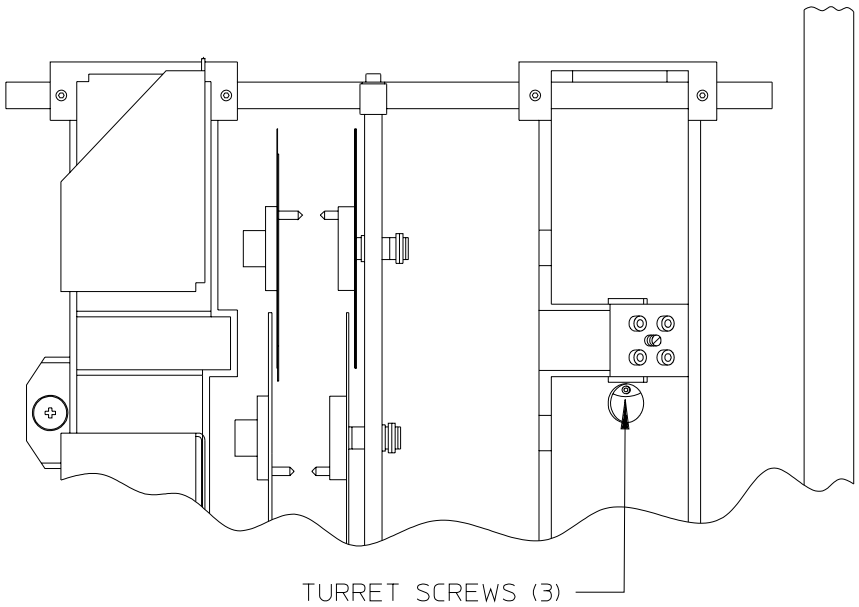

FIGURE 3-7. Turret Removal
3) From the top side of the assembly, locate the hole in the casting that provides access to the top edge of the turret. Through this hole, one by one, remove the three screws that hold the turret in place (Figure 3-7).